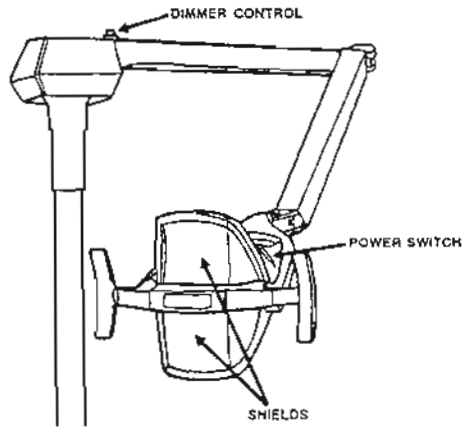

Figure 1-1. Dimmer control, power switch, and shields.
a. Dimmer control (fig 1-1). The rotary dimmer control is located in the back of the rear arm. The control can be adjusted to "LO" (low), "MED" (medium), and "HI" (high) intensities.
b. Power switch (fig 1-1). The power switch is a long hand-led toggle switch located behind the light head.
c. Shields (fig 1-1). The plastic shields are provided as a safety feature to prevent water from splashing on the glass reflector or lamp. The shield will also retain broken glass in the unlikely event that a lamp explodes.